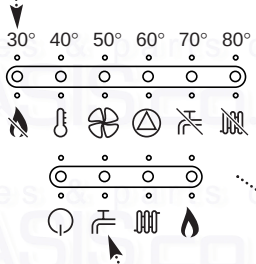

Fig. 12
9. The pre-heat feature will function with the selector switch in either operating position. This is indicated by the domestic hot water mode neon flashing (Fig. 12).
1. The red flame failure neon ( ) will illuminate in the event of the burner failing to light, or when incomplete lighting of the burner occurs (Fig. 12).